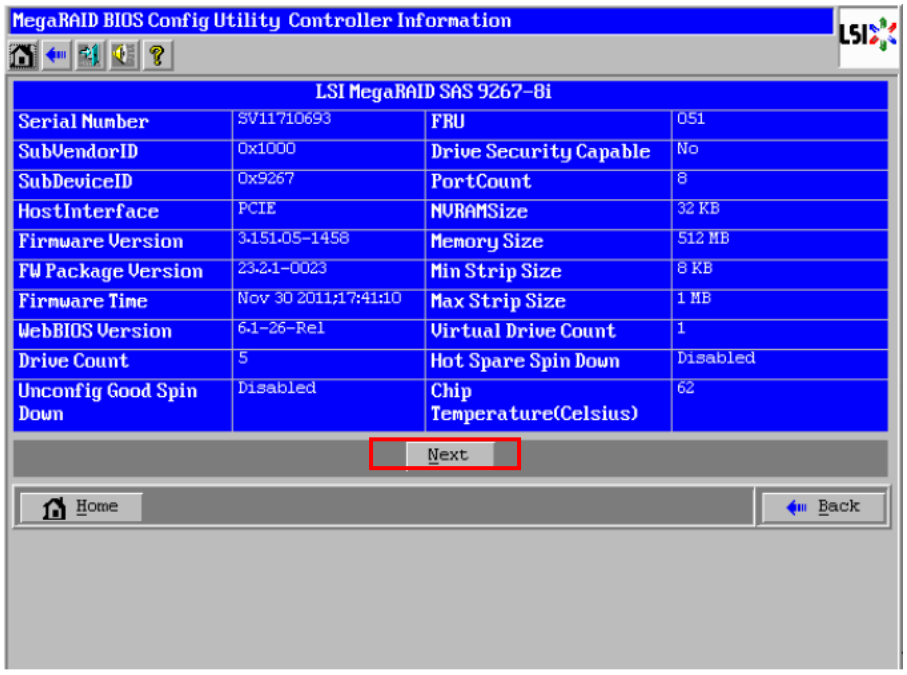

Figure B.2.8-4 Config Information window (1)
(6) The config information window (1) is displayed as shown in Figure B.2.8-4.